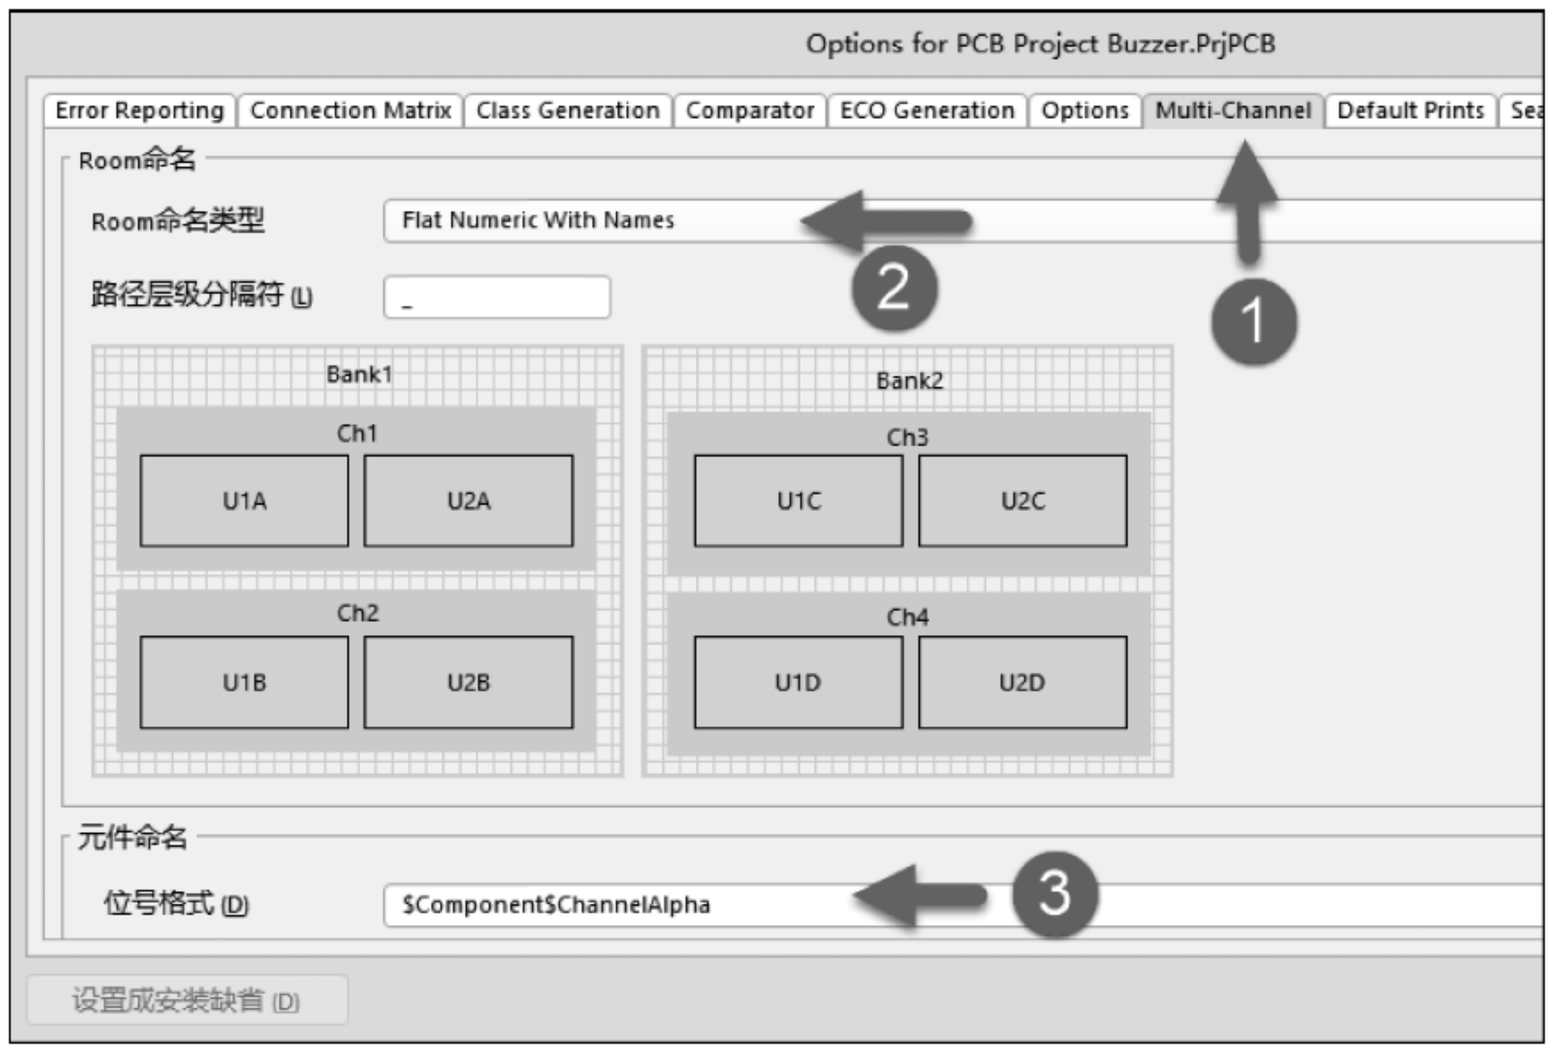

图 1-56　修改 Room 和位号格式
(6) 设置各通道 ROOM 空间和标识符格式,便于从原理图的单个逻辑器件导入 PCB 的多个物理元件,即让 PCB 元件有唯一独立的标识符。执行菜单栏中“工程”→“工程选项”→Multi-Channel→“ROOM 命名类型”或者“位号格式”命令。用户可在这两个下拉列表框中选择合适的命名方式。修改好后,单击“确定”按钮,如图 1-56 所示。